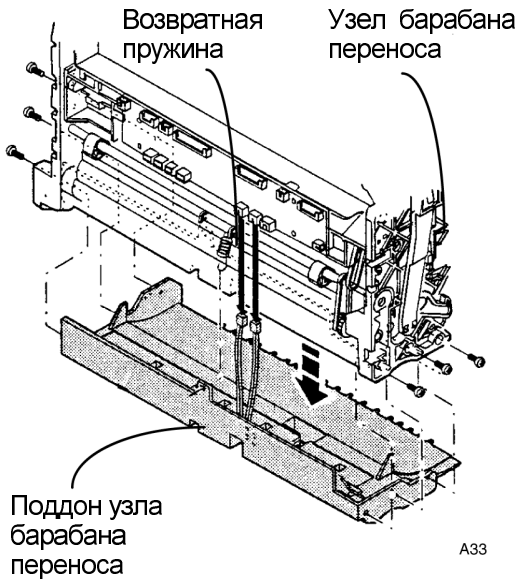

Рисунок 1. Снятие поддона узла барабана переноса
3. (Рисунок 1): Отверните шесть винтов.